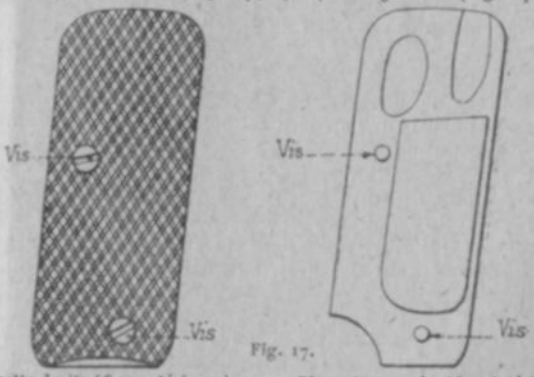

Fig. 17.
7. *Plaquette droite* (fig. 17); *plaquette gauche* (fig. 17); *vis*